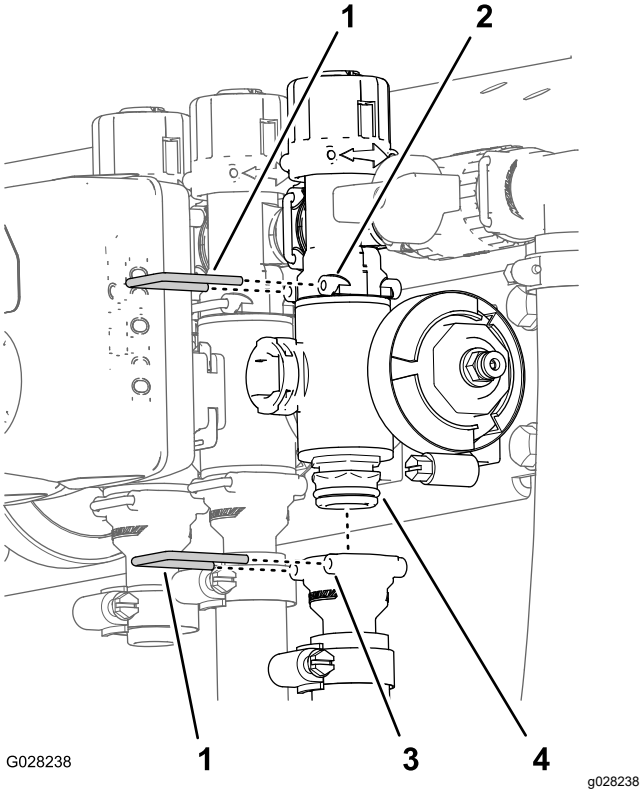

Figure 75
2. Retirez les étriers qui fixent le raccord de sortie au collecteur de vanne de section et le collecteur de vanne au raccord de dérivation (Figure 75).